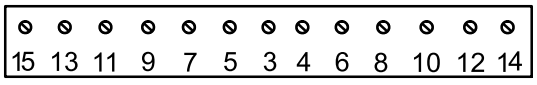

Figur 24
6. Følg rekkefølgen i Figur 24 og stram skruene til 25,4 Nm.